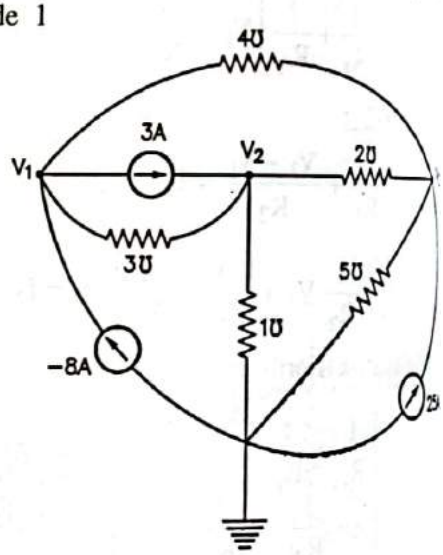

FIG. 1.86
- Let us demonstrate this method of writing node equations by taking an example of circuit shown in Fig. 1.86